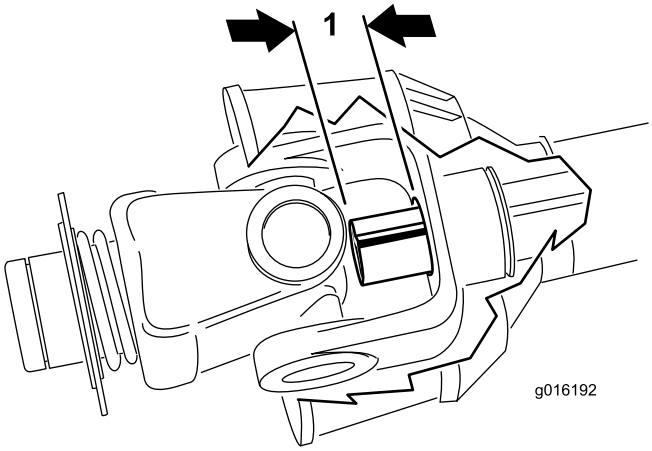

Figur 17
9. Skyv rørene til kraftuttaksakselen til de er slått helt sammen. Kontroller at **det indre** røret ikke stikker ut, inn i kryss- og lagringsdelene på det ytre røret (Figur 17). Hvis dette skjer, må du kutte **mer** av det indre røret for å løse problemet. Gå videre til neste trinn.
10. Mål hvor langt det indre røret stikker inn i kryss- og lagringsdelene på det ytre røret (Figur 17). Legg til denne avstanden til avstanden fastsatt i trinn 8.